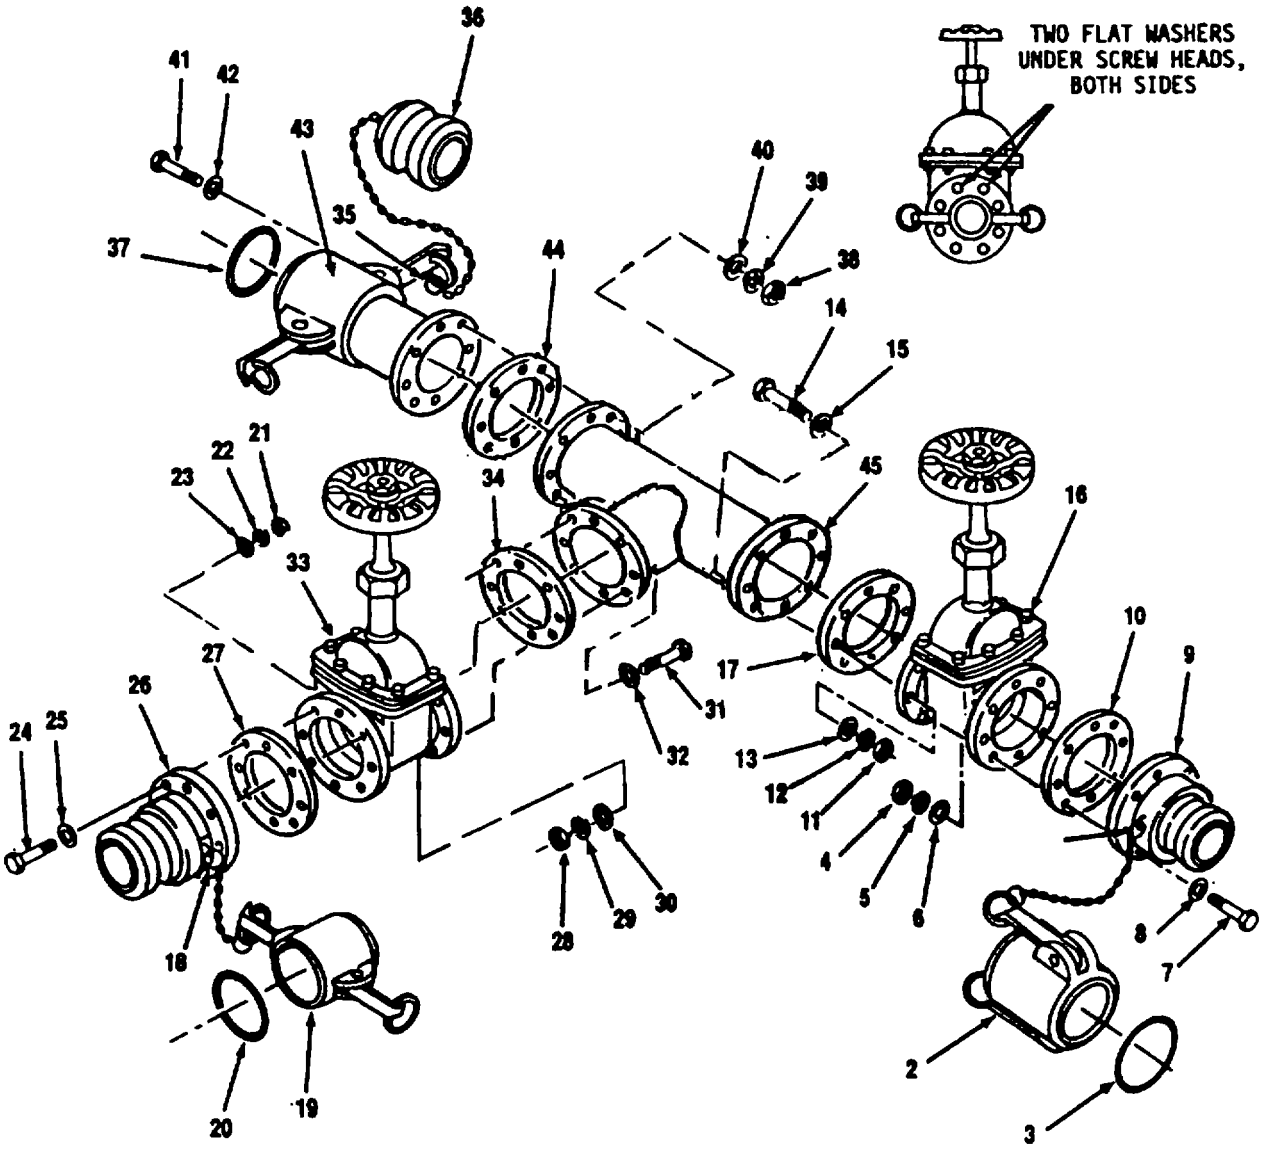

Figure 4-16. Tee and Dual Gate Valve Assembly (9148-Y2) Assembly
(1) Refer to para. 4.24 to repair gate valve.
(2) Replace defective components. Do not reuse gaskets (3, 20 and 37), flange gaskets (10, 17, 27, 34 and 44) or lockwashers (5, 12, 22, 29 and 39).
e. Assembly. Refer to Figure 4-16.
(1) Position gasket (44) and female coupling (43) on tee (45).
(2) Install eight flat washers (42), screws (41), flat washers (40), lockwashers (39) and nuts (38).